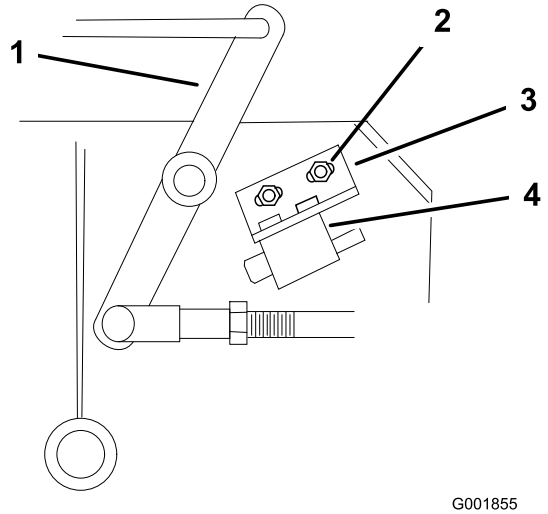

Figur 49
4. Justera vid behov knivsäkerhetsbrytaren genom att lossa bultarna som håller brytarfästet på plats (Figur 49).
Obs: Se till att vinkelhävarmen **inte** vidrör brytarstommen eftersom det kan skada brytaren (Figur 49).